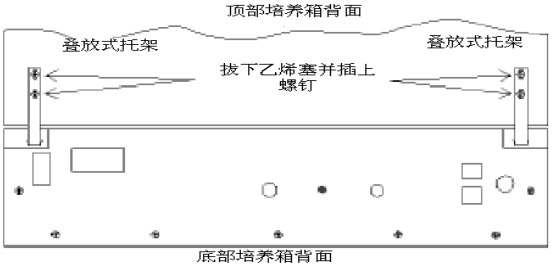

图 1-6. 托架安装
7. 将叠放托架插进底部设备控制面板背面的槽内，如图1-6所示。